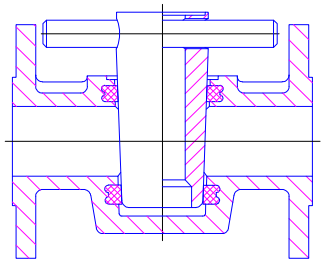

Abb. 6 / *fig. 6*
7. Büchse prägen (Abb.6,7)
7. Stamp sleeve (fig.6,7)